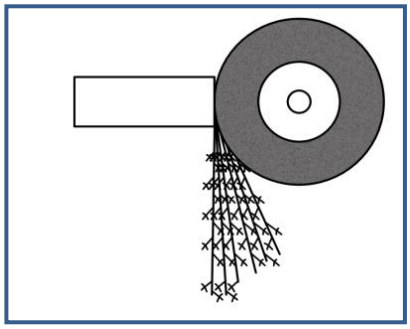

FIGUUR 3.4.1 (1)
3.4 Identifiseer die tipe staal/yster na aanleiding van die vonkpatrone in FIGUUR 3.4.1–3.4.3 hieronder getoon.